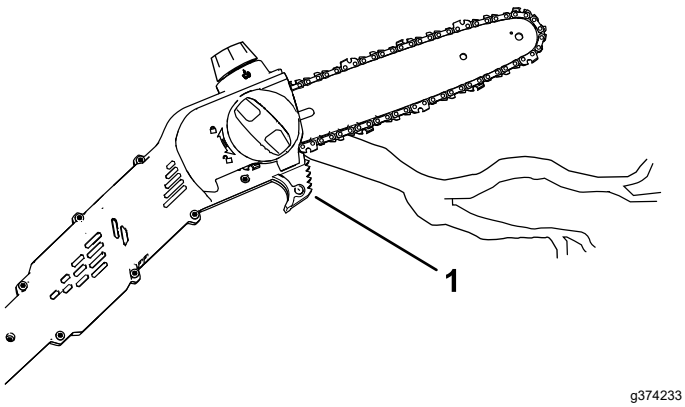

**Bild 12**
5. Schneiden Sie mit dem Ast nahe der Rückseite des Sägeschwerts, nahe der Schnittführung; drücken Sie die Sägekette leicht gegen das Holz und führen Sie den Schnitt mittels dem aufliegenden Gewichts des Hochentasters durch (Bild 12).